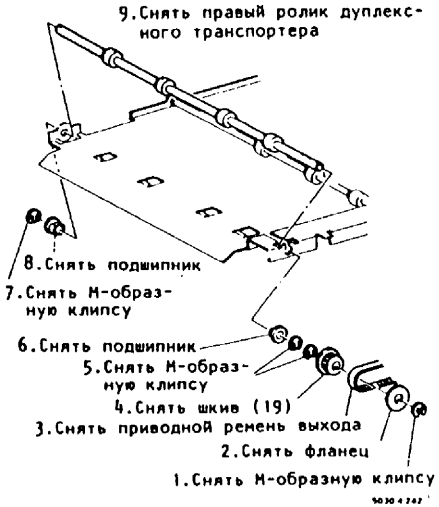

Рис.5. Снятие правого ролика дуплексного транспортера
7. (Рис.5): Снять правый ролик дуплексного транспортера.